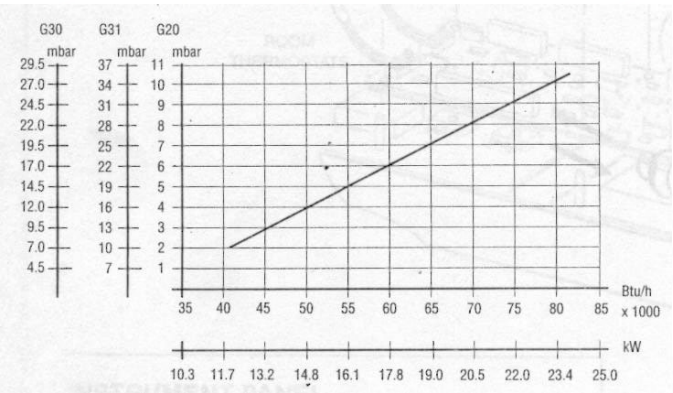

Fig. 52
Check gas mains pressure (Fig. 52). Fit a gas pressure gauge on pressure inlet 77 (Fig. 51) on the gas valve, after releasing the seal screw.
- To obtain the desired heat value establish pressure as per (Fig. 52).